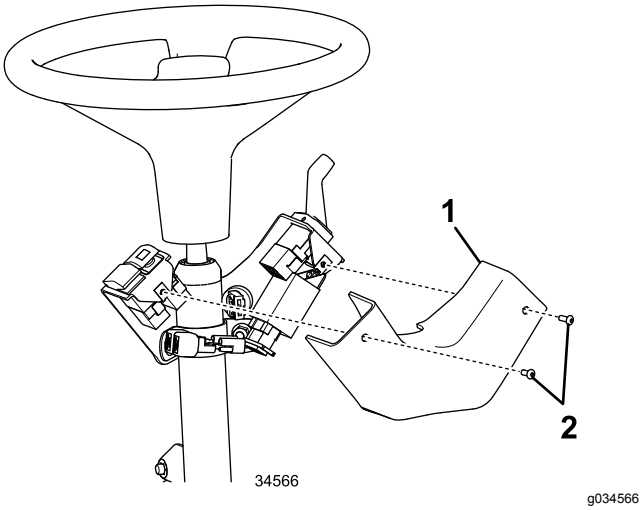

Figure 29
16. Montez le couvercle sur le support de colonne à l'aide de 2 vis à tête bombée creuse hexagonale, comme montré à la Figure 29